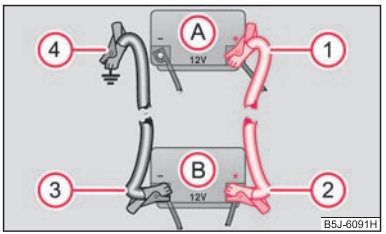

Fig. 157 Ayuda de arranque con la batería de otro vehículo: A – batería descargada del vehículo, B – batería auxiliar
– Conecte un extremo (1) al polo positivo ⇒ fig. 157 de la batería descargada (A).
– Conecte el otro extremo (2) al polo positivo de la batería auxiliar (B).